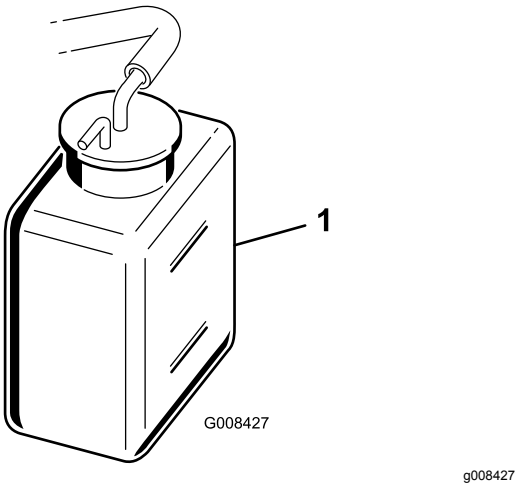

Figur 26
2. Kontrollera kylvätskenivån (Figur 26).